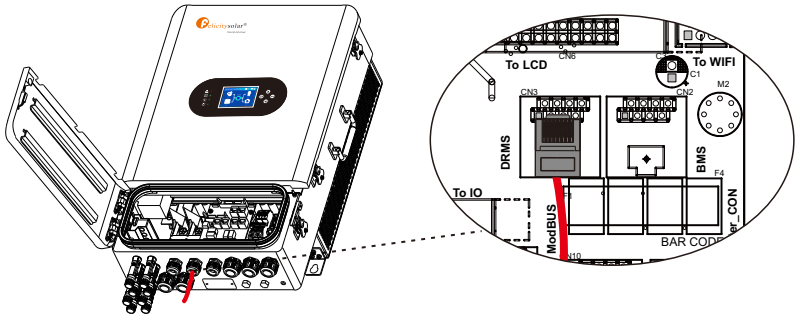

Figura 4.9-1 Interfaz DRMS
Paso 1. Abra el pestillo desde el lado derecho de la máquina. Consulte la Figura 4.9-1.